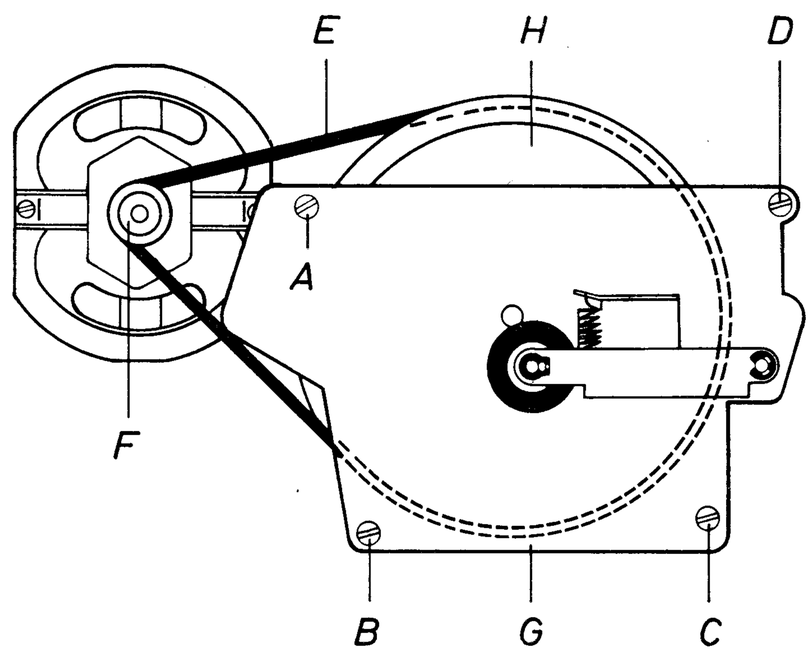

Fig. 13
8. Replacing the Belt Between the Motor Pulley and the Flywheel of Models 702, 704 and 711 Automatic (see Fig. 13)